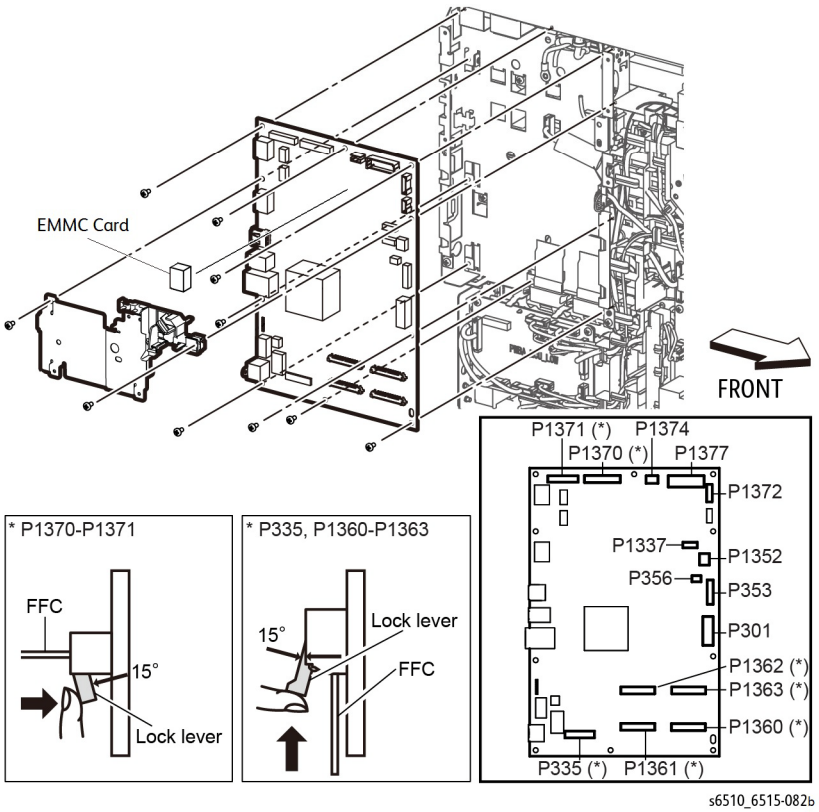

Figure 1 Remove the ESS Board (MFP)
4. Refer to Figure 1 to remove the two screws (silver, M3x6mm) attaching the FAX Plate and remove the FAX Plate with the ESS Harness Guide.
NOTE: *In the following step, when releasing the lock lever on the FFC connector, slightly open the lock lever to 15 degrees until the lock lever contacts the FFC connector as shown in Figure 1. After releasing the lock lever, hold the lever while gently pulling the FFC from the connector.*
6. Refer to Figure 1 to unplug the FFCs (P/J1360, P/J1361, P/J1362, P/J1363, P/J335) and the connectors (P/J301, P/J353, P/J356, P/J1337,P/J1352, P/J1370, P/J1371, P/J1372, P/J1374, P/J1377). When unplugging the FFC (P/J335), keep the cable clamp open
7. Refer to Figure 1 to remove the eight screws (silver, M3x6mm) that attach the ESS Board to the ESS Box and remove the board.